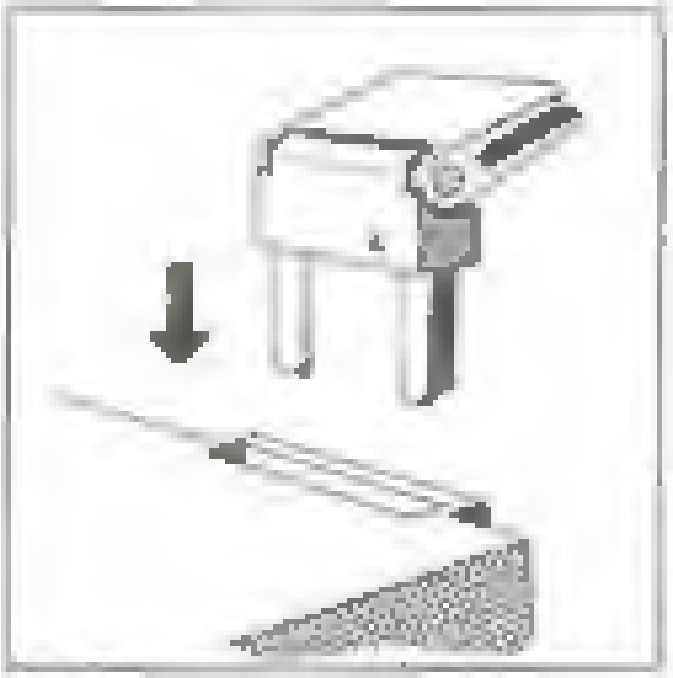

Fig. 5
- Scharniere **2** in die dafür vorgesehenen Aussparungen einstecken (Fig. 5).
- Mutter **8** lösen, und Tonkopf nach vorne abziehen (Fig. 5). Tonabnehmer durch Lösen der zwei Befestigungsschrauben **10** abnehmen.